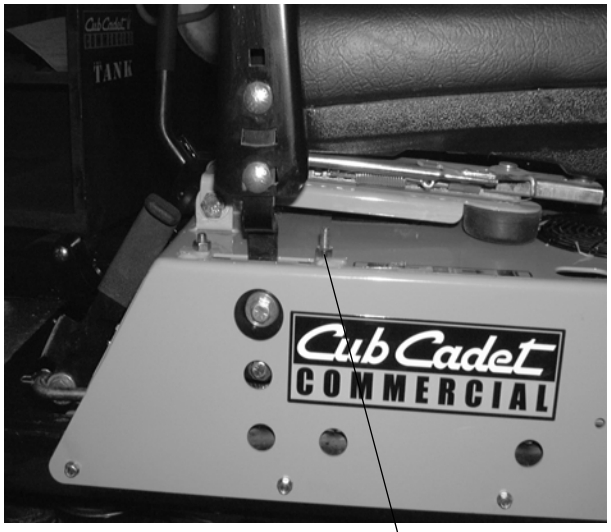

Figure. 9 *Lap Bar Stop Bolt*
5. If uneven tracking persists, adjust as follows. (see Fig. 9)